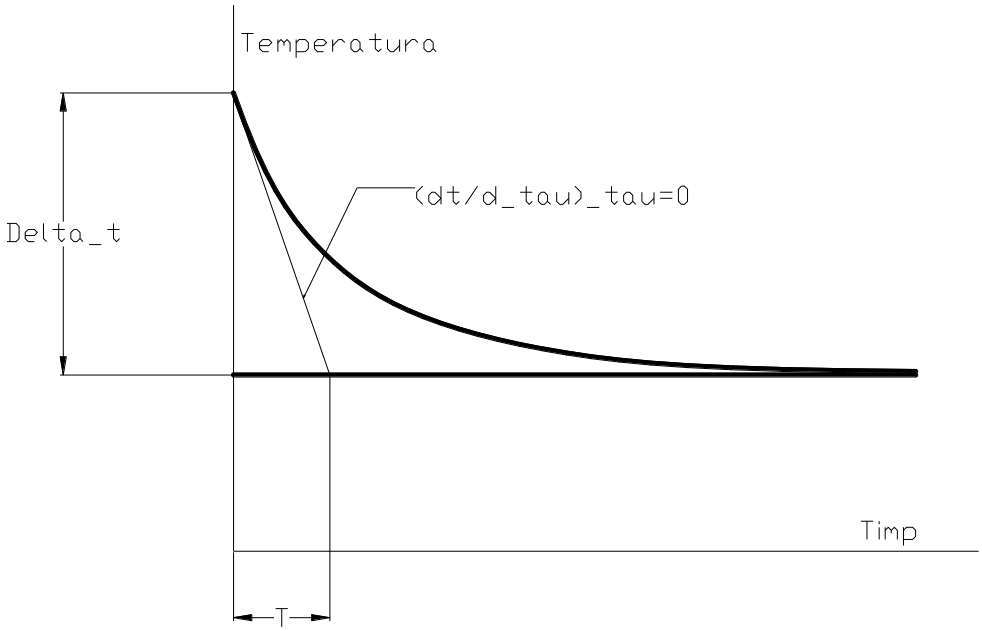

Figura 3. Determinarea pe cale grafică a constantei de timp
Cunoscând valoarea derivatei I a curbei variației temperaturii corpului la $\tau = 0$ se poate determina constanta de timp a procesului. Interpretarea grafică a relației (10) este redată în figura 3.